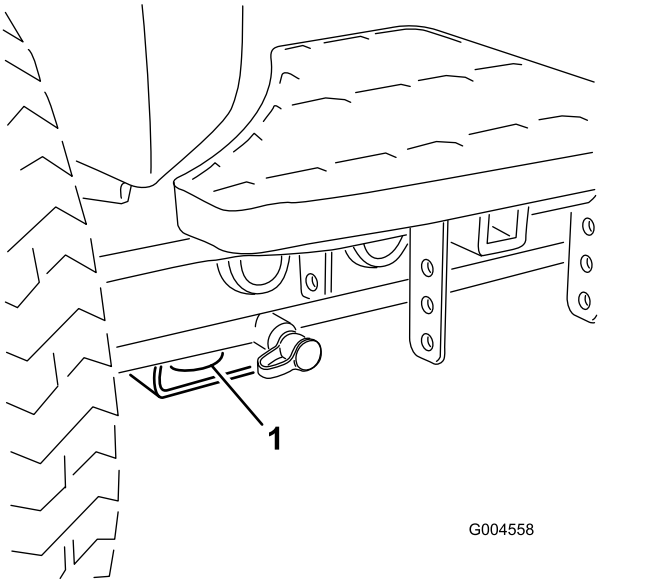

Figura 58
- Dianteira – o orifício na pastilha retangular, por baixo do tubo do eixo, dentro de cada pneu dianteiro (Figura 58).